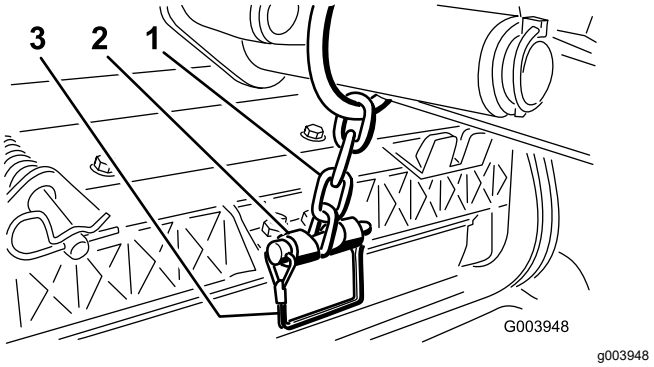

図 19
13. スナッパピンを使って、昇降アームのチェーンを昇降アームに固定する図 19。カッティングユニッ